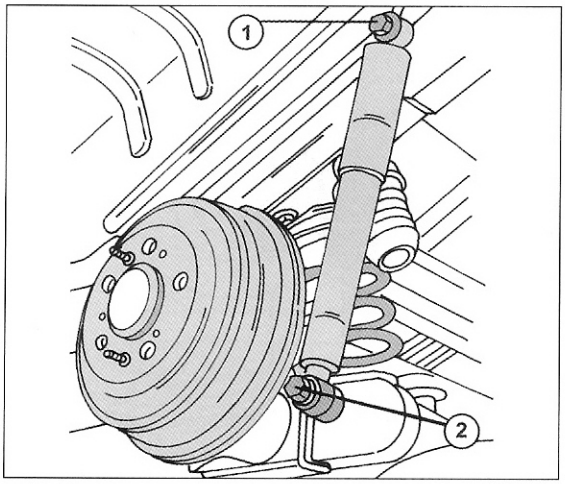

Bild 260
- Einen Wagenheber unter einen der Lenkerarme untersetzen und den Arm anheben, bis der Stoßdämpfer soeben zusammengedrückt wird, d. h. der Lenkerarm befindet sich fast in seiner normalen Einbaulage. Die obere Stoßdämpferschraube (1) in Bild 260 lösen und entfernen. Die untere Schraube (2) kann einstweilen am Lenkerarm verschraubt bleiben oder man baut den Stoßdämpfer vollkommen aus. In diesem Fall einen Abstandsring an der Innenseite abnehmen.
- Einen Rollwagenheber oder hydraulischen Heber unter den Lenkerarm untersetzen und diesen anheben, bis sich der Stoßdämpfer etwas zusammengeschoben hat. Die Schrauben (1) und (2) in Bild 260 entfernen und den Stoßdämpfer herausnehmen. An der Innenseite der unteren Befestigung ist ein Abstandsring eingesetzt, welchen man abnehmen muss.